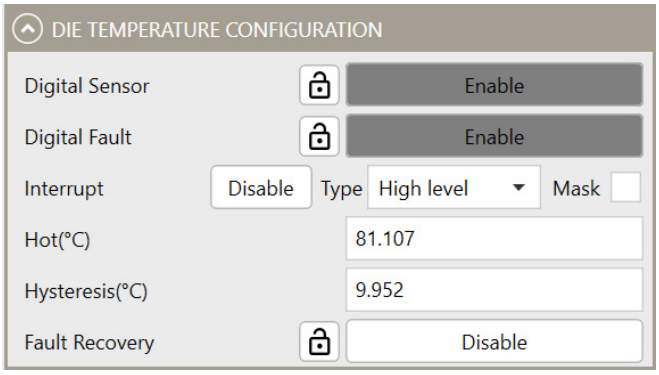

Figure 22: Die Temperature Configurations
17. Configure the die temperature parameters (see Figure 22).